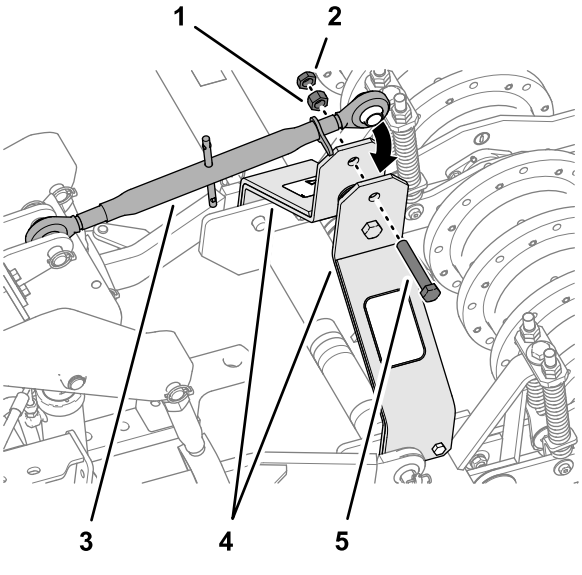

Рисунок 18
6. Подсоедините другой конец верхней тяги 3-точечного сцепного устройства к подъемным рычагам аэратора (Рисунок 18) с помощью болта (¾ x 4 дюйма), гайки (¾ дюйма) и контргайки (¾ дюйма).